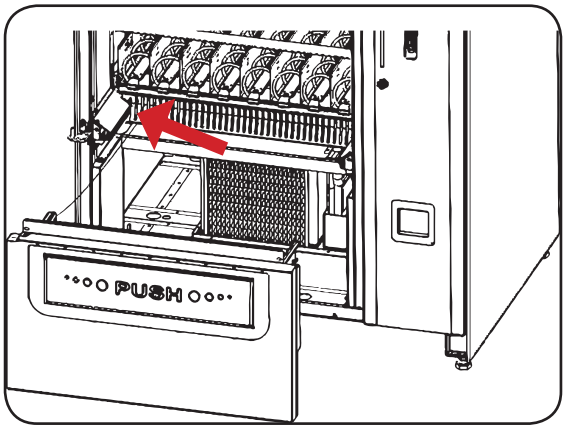

Figure 45 - Ground terminal
- disconnect the ground terminal from the pin on the vending machine case (fig. 45).